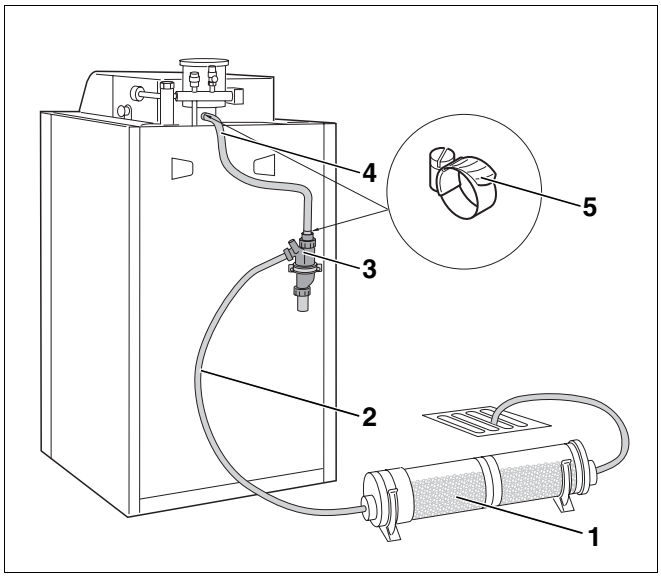

Abb. 22 Kondenswasserableitung; Kondensat-Ablauf-Set mit Neutralisationseinheit (Siphon an der Rückwand des Heizkessels montiert)
- Achten Sie darauf, dass der Siphon (Abb. 22, **Pos. 3**) immer mit Wasser gefüllt ist und nicht austrocknet. Damit beugen Sie unangenehmer Geruchsbildung vor.
- Montieren Sie den Siphon (Abb. 22, **Pos. 3**) unterhalb der Kondensatfalle des Abgasstutzens z. B. an der Heizkesselrückwand oder an einer beliebigen Position an der Wand.
- Gewebeschlauch (Abb. 22, **Pos. 4**) zwischen Kondensat-Ablauf-Stutzen und Siphon (Abb. 22, **Pos. 3**) mit Gefälle verlegen, um das Zurücklaufen von Kondenswasser in den Heizkessel zu vermeiden.
- Gewebeschlauch (Abb. 22, **Pos. 4**) auf die passende Länge kürzen und mit Schlauchschellen (Abb. 22, **Pos. 5**) sichern.
- Austritt des Siphons mit Hilfe eines Wellschlauches (Abb. 22, **Pos. 2**) mit dem Abfluss oder einer Neutralisationseinheit verbinden.